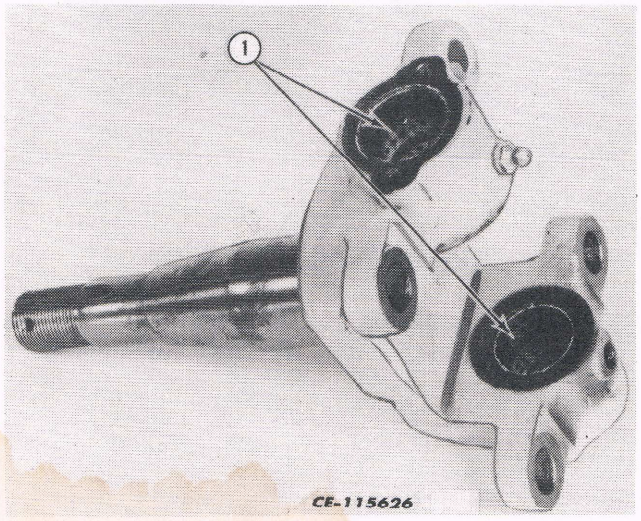

Fig. 6
1. Inspect the steering knuckle bushings (1) for excessive wear or damage. If new bushings are to be installed, press out the old bushings and press in new ones. See Fig. 6.